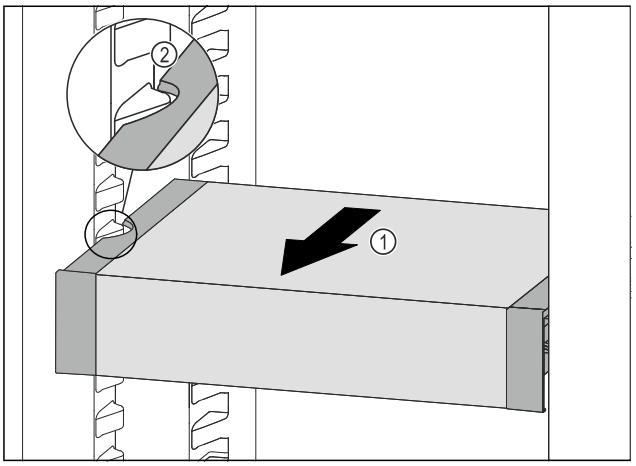

Fig. 119
- ▶ Tire del VarioSafe hacia delante *Fig. 119 (1)* hasta que los huecos laterales del VarioSafe se encuentren a la altura de la nervadura del recipiente en el compartimento del frigorífico. *Fig. 119 (2)*